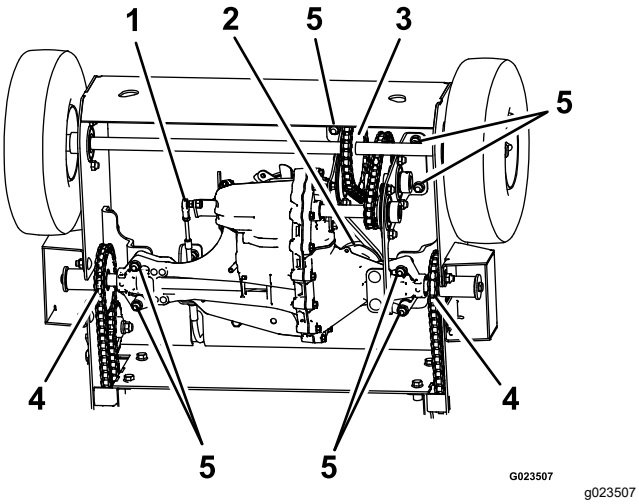

Figure 35
5. Déposez la transmission de la machine (Figure 35).